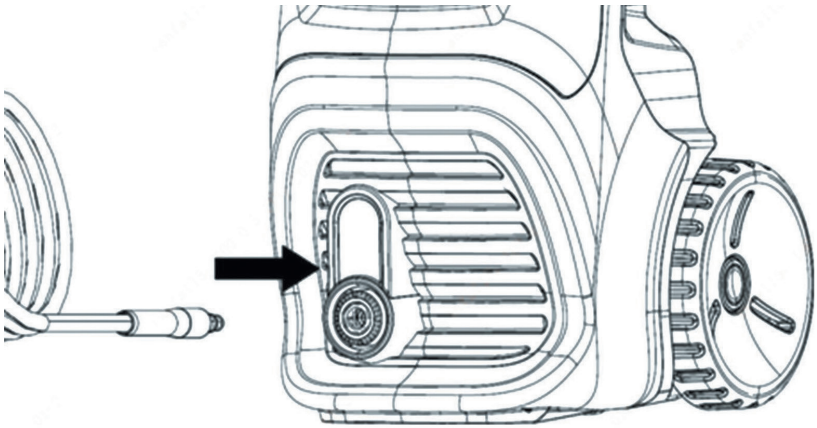

Рис. 8
7. Модель МВЭ 2116К имеет быстросъёмное соединение шланга высокого давления с выходным разъёмом мойки. Расправьте шланг и подсоедините к разъёму мойки, вставив штуцер в гнездо на передней панели мойки (Рис. 8).